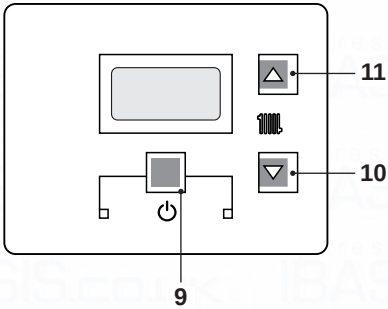
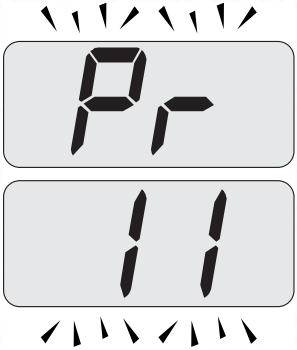
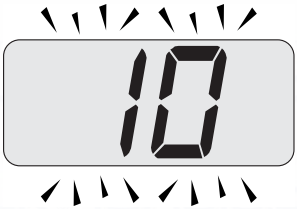

Fig. 7.24
Fig. 7.26
Fig. 7.27
- Enter in "programming mode" by pressing keys 9- 10- 11(Fig. 7.24) for 10 seconds at
- Scroll the various parameters using keys10or 11until the letters **Pr** that alternate with code **11** are displayed on the LCD display, indicating that "parameter 11"(Fig. 7.26) has been activated.
- Press keys 9and 11(Fig. 7.24) at the same time until the value of parameter 11 (10=60 seconds) (Fig. 7.27) is displayed on the LCD display.
- By pressing key 9(Fig. 7.24) confirmation of the inserted value is obtained.
- Press keys 9and 10(Fig. 7.24) at the same time to exit without changing the value (return to the parameters list Fig. 7.26)
- Press keys 9- 10- 11(Fig. 7.24) at the same time for 10 seconds to exit the "programming mode".